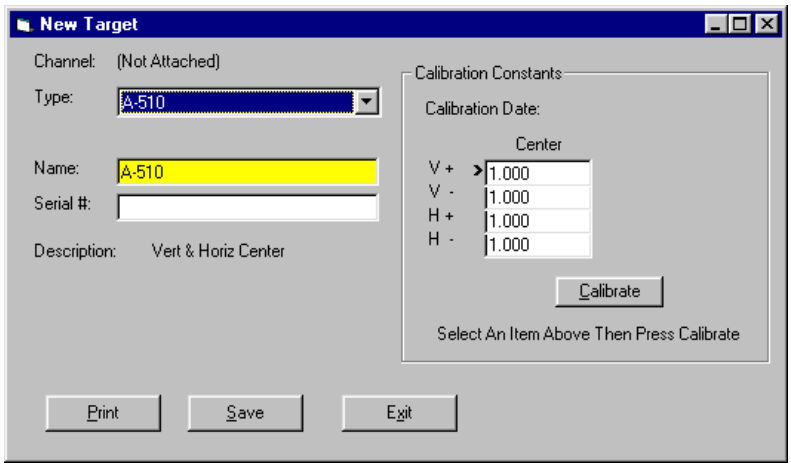

Figure 46 - New Target Screen – 2-axis Target
Click the **New Target** button. The New Target screen displays (see **Figure 46**).
1. **For the first reading (in this case V+), center the target using the centering micrometer. This corresponds to Step 1 on the Calibration Screen (see** Figure 46**).**
The Calibration Constants menu for center-and-slope targets requires that four calibration factors for center and four calibration factors for slope be entered (compare with **Figure 46).** The procedure is the same as that for calibrating a center-only target, however, the calibration factors for slope are obtained by using the angle micrometer.